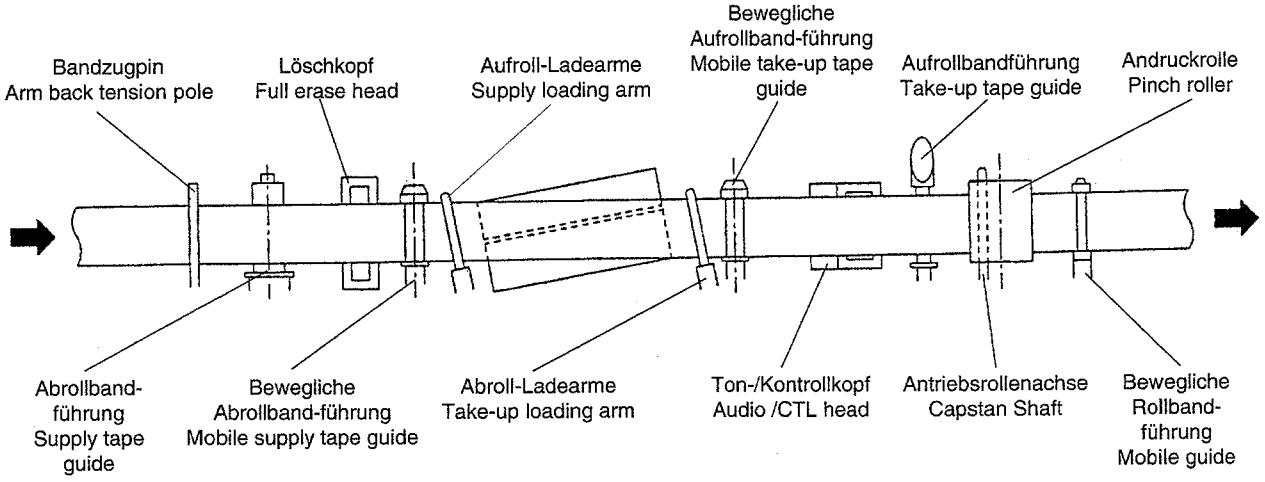

*fig. 21*
*(Abb. 21)*
## 4 - STATIC ADJUSTMENTS OF THE TAPE PATH: *(fig. 21)*